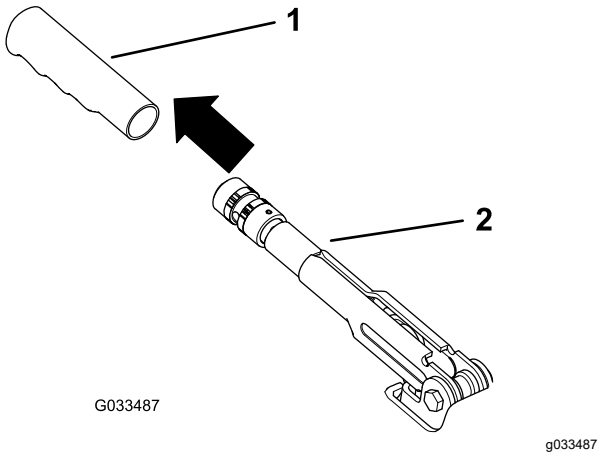

Figur 59
1. Ta bort gummihandtaget från parkeringsbromsspaken (Figur 59).
5. Montera gummihandtaget på parkeringsbroms-spaken (Figur 59).